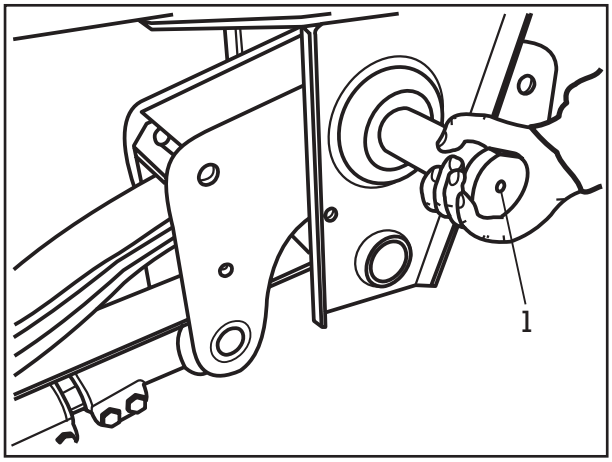

Рис. 9
(18) Вкрутить смазочный ниппель в торцевую поверхность резьбового пальца (рис. 9/1) и смазывать его специальной долговременной смазкой BPW ECO-Li 91 до выхода смазки из опоры.